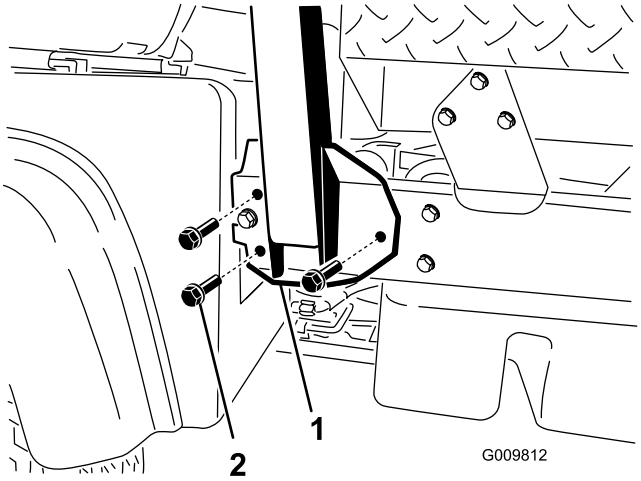

Figur 4
1. Placer hver side af styrtbøjlesystemet ud for monteringshullerne i hver side af køretøjets stel som vist i Figur 4.